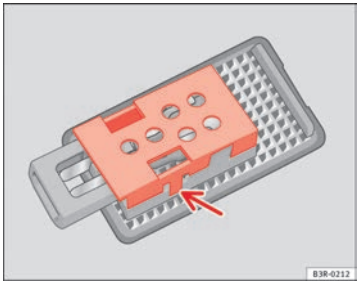

Abb. 224 Gepäckraumbeleuchtung
– Bauen Sie Schutzabdeckung aus und nehmen Sie die Glühlampe aus ihrer Aufnahme ⇒ Abb. 224. ■